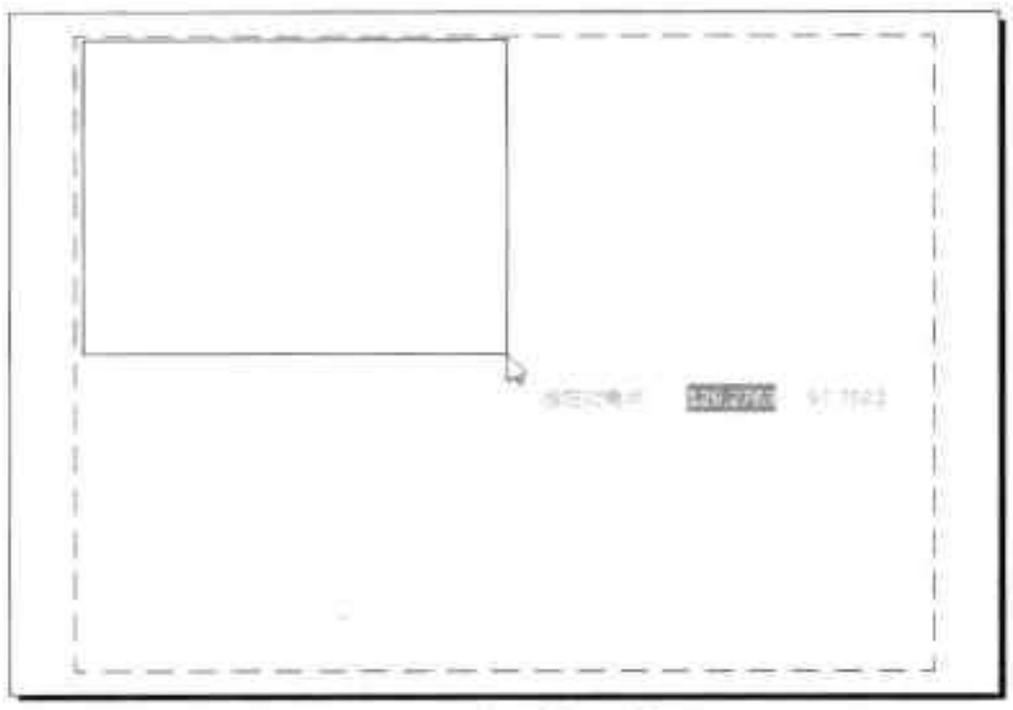

图10-33 框选视口范围
Step 03 执行“布局 > 布局视口 > 矩形”命令，在布局空间中，指定视口起点，按住鼠标左键拖动鼠标框选出视口范围，如图 10-33 所示。